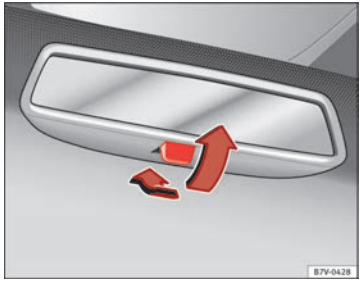

Fig. 64 Manual anti-dazzle function for rear vision mirror.
- Pull the lever to the back to select the anti-dazzle function ⇒ fig. 64. ■